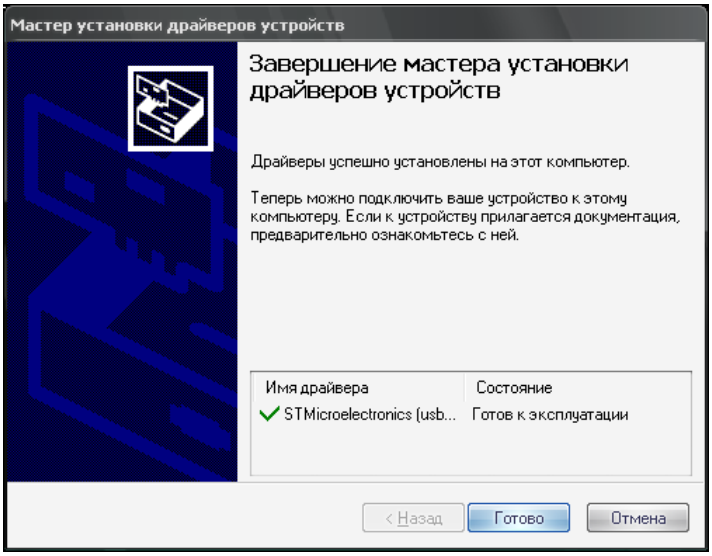

Рис.2
3) проследить за успешностью установки драйверов, выбирая нужные варианты ответов и нажать кнопку **"Готово"** (рис.2) по окончании процесса: